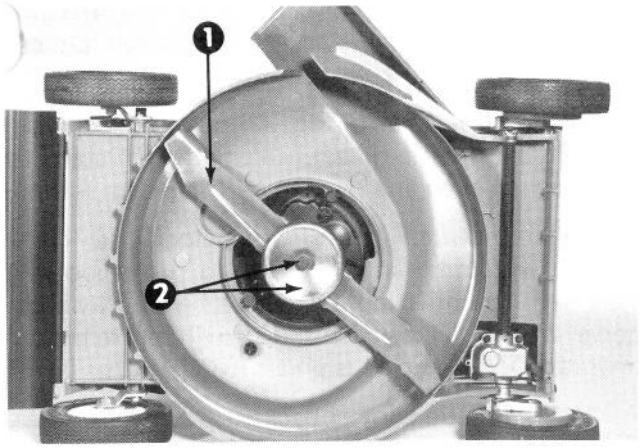

Figure 25
4. Grasp end of blade using a rag or thickly padded glove. Remove capscrew, lockwasher, scalp cup and blade (Fig. 25).